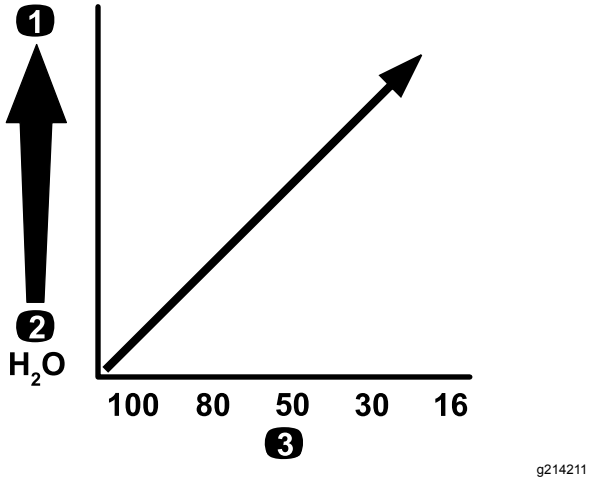

**Figur 79**
***Viktig:*** **Når du sprøyter med kjemiske produkter med høyere viskositet (mer tyktflytende) eller løsninger med fuktbare pulver, kan det hende du må bruke et grovere siktgitter for trykkfilteret (valgfritt). Se Figur 79.**